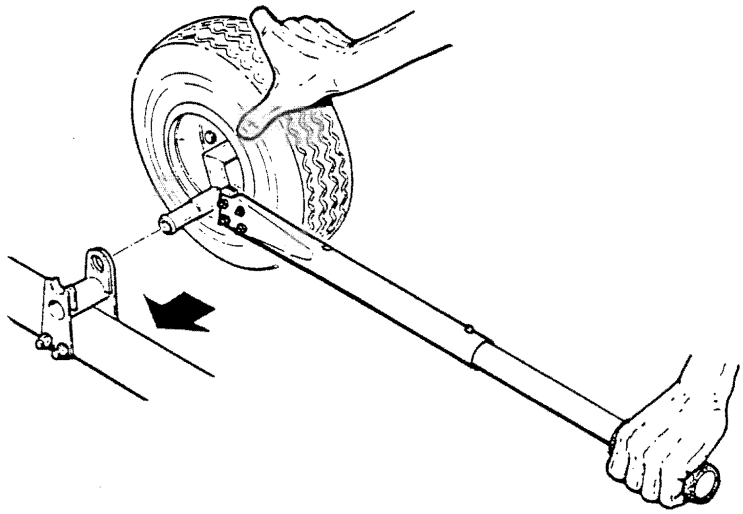

FIGURE 1-3
a) Extend the handle by depressing the handle locking pin and sliding the handle out until the pin snaps into the outer hole. Hold handle and wheel with the protruding spindle in its lowest position. Insert spindle into support mounted on skid (see Figure 1-3).